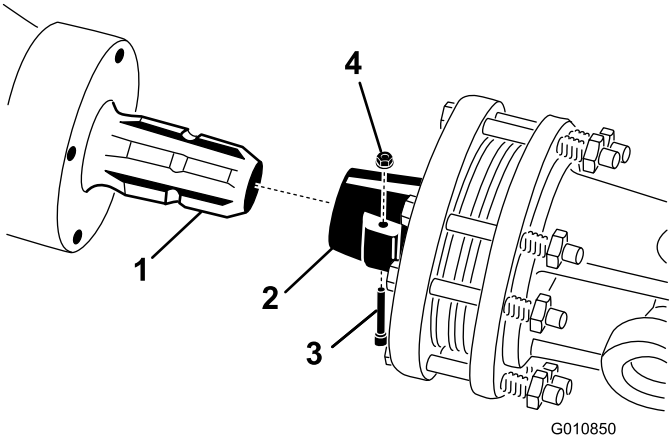

Figur 19
1. Ta bort sprinten och muttern från kraftuttagsaxeln (Figur 19).
2. Anslut kraftuttagsaxelns kopplingsände till luftarväxellådans ingångsaxel med sprinten och muttern som togs bort tidigare (Figur 19). Det går bara att sätta i sprinten på ett sätt.